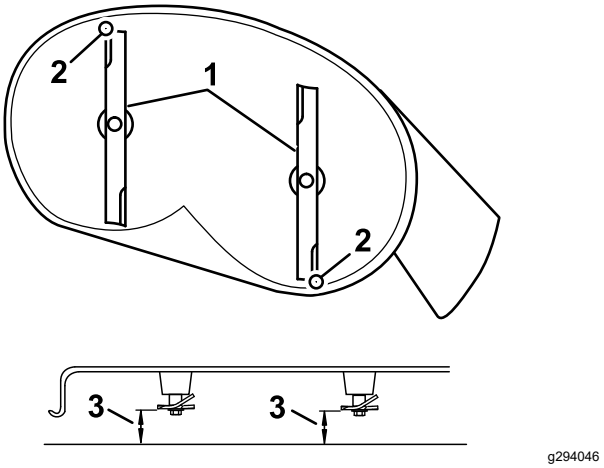

Figuur 66
4. Draai de messen voorzichtig rond, totdat ze in de lengterichting wijzen (Figuur 66).
5. Meet de afstand tussen de rand van zowel het voorste mes als de rand van het achterste mes tot het horizontale oppervlak (Figuur 66).